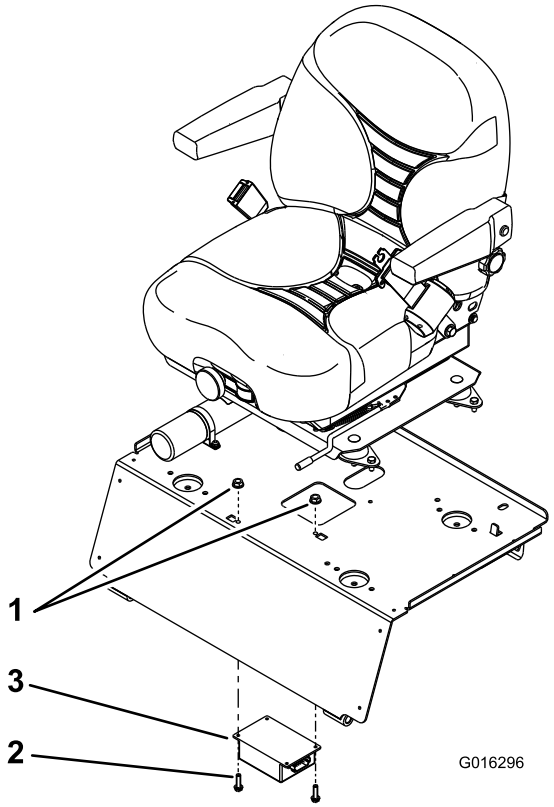

Figura 6
1. Coloque el intermitente de dos velocidades debajo de la chapa del asiento, alineándolo con los taladros de la chapa (Figura 6).
2. Sujete el intermitente de dos velocidades a la chapa del asiento con 2 tornillos con arandela prensada Nº 10 x 3/4 pulgada y tuercas con arandela prensada (Figura 6).